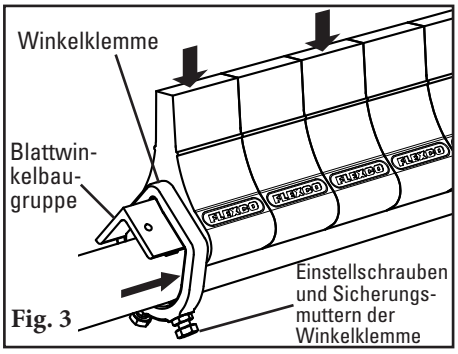

Fig. 3
4. **Blattwinkel wieder einbauen.** Die neuen Schwingungsdämpfer und Winkel auf die Steckachse setzen und die Winkelklemmen wieder auf den Winkel (Abb. 3) schieben. Die Stellschrauben und Sicherungsmuttern der Winkelklemme auf beiden Seiten festziehen. Überprüfen, dass die Blätter zentriert sind und rechtwinklig zum Band stehen.